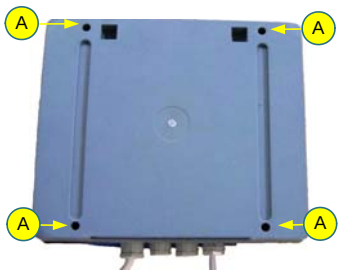
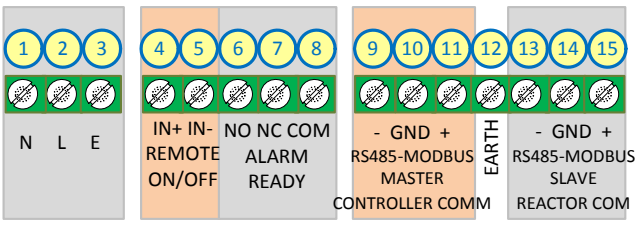

Figure 5-22: Controller's Back
Figure 5-24: Controller Terminal Connectors
Step 2. To connect an **External On/Off** signal, thread the signal cable through one of the holes with plastic glands on the bottom **(5)** and connect the wires to the appropriate connectors as show to the right **(6)** and as shown in **Figure 5-24** as terminals **4** and **5** (corresponding to **6** in **Figure 5-22**).
Step 3. To connect a.n **General Alarm** signal, thread the signal cable through one of the holes with plastic glands on the bottom **(5)** and connect the wires to the appropriate connectors as show to the right **(6)** and as shown in **Figure 5-24** us terminals **6**, **7** and **8** (corresponding to **6** in **Figure 5-22**).
Step 4. To connect to an external facility control via Modbus, thread the signal cable through one of the holes with plastic glands on the bottom **(5)** and connect the wires to the appropriate connectors as show to the right **(7)** and as shown in **Figure 5-24** as terminals **12**, **13**, **14** and **15** (corresponding to **6** in **Figure 5-24**). For more information, see **Appendix A**, ***Modbus Communication Protocol*** . Add jumpers to any unused pins as shown in the diagram below.
- **a** Unfasten the Data cable from the connectors as show to the above **(7)** as terminals **9**, **10** and **11** (**- GND +**) (corresponding to **6** in **Figure 5-22**).
Step 3. Using the appropriate screwdriver, refasten the screws in the Controller **(A** in **Figure 5-22)**.